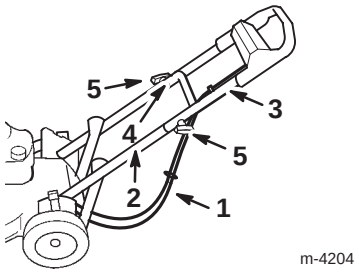

Figur 4
6. Se till att kablarna dras bakom och under undre handtaget enligt Figur 4.